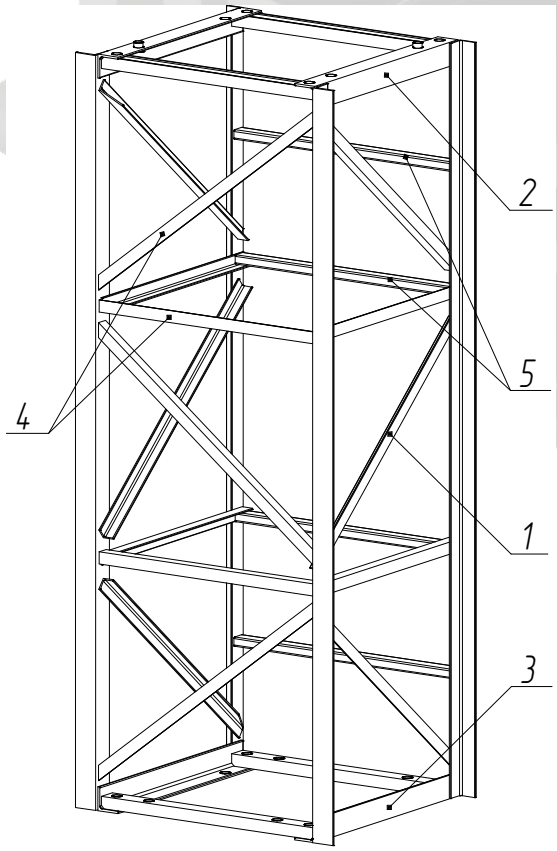

Рис. 5 – Секция рядовая
Секция рядовая (рис. 5) представляет собой четырехгранную призматическую решетчатую сварную конструкцию. Зеркально симметричные боковые грани (1) связаны между собой верхней (2) и нижней (3) рамками, поперечинами и раскосами из уголка (4), расположенными в передней грани, и поперечинами из профильной трубы (5) , расположенными в задней грани конструкции.